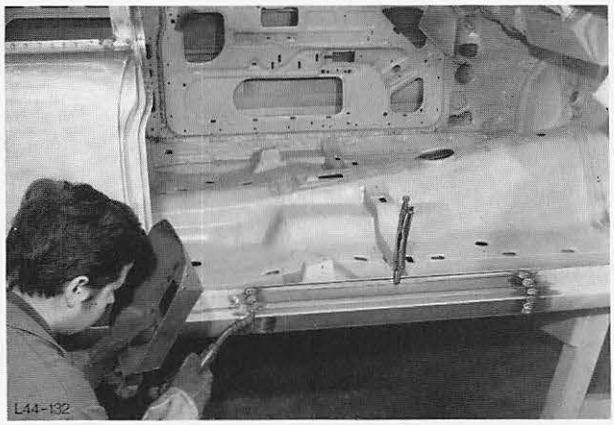

Abb. 144 Türschweller an den senkrechten Verbindungen sowie im unteren Bereich schutzgasschweißen
18. Senkrechte Verbindungen sowie im unteren Bereich des Türschwellers schutzgasschweißen, Abb. 144.